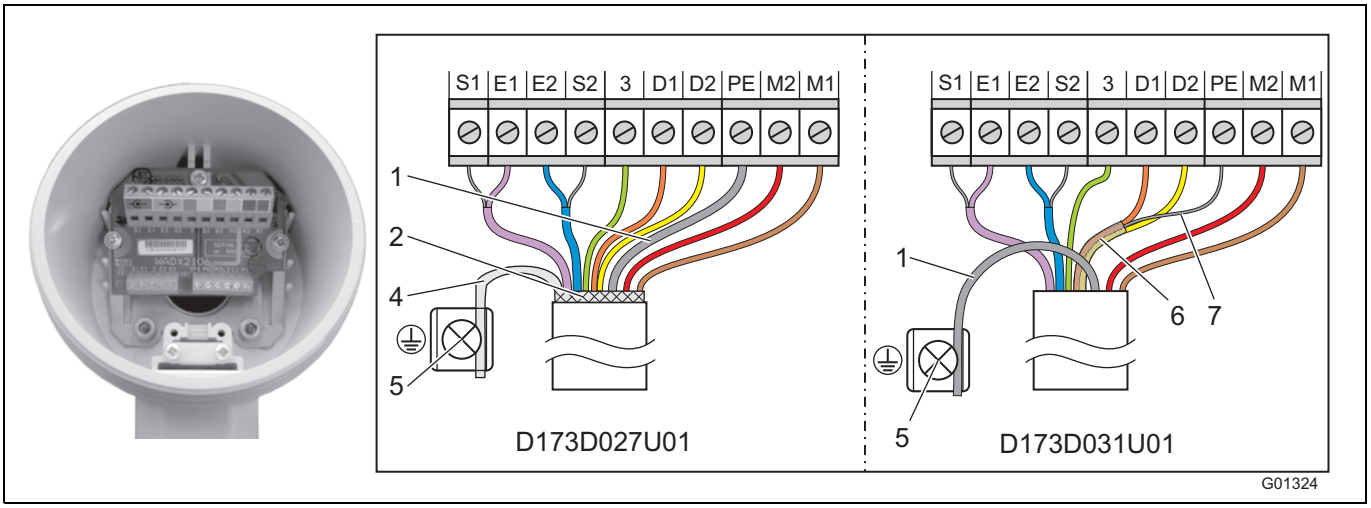

Fig. 34
Collegare l'estremità del cavo verso il sensore di misura come illustrato in Fig. 34.
- Collegare tutti gli altri conduttori come illustrato in Fig. 34.